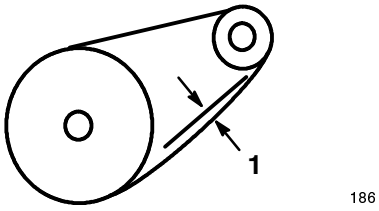

Figure 30
4. Check the deflection of the chain by lifting up on chain with moderate pressure at the mid span. There should be 1/8 to 3/8 in. (3 to 10 mm) deflection (Fig. 30).